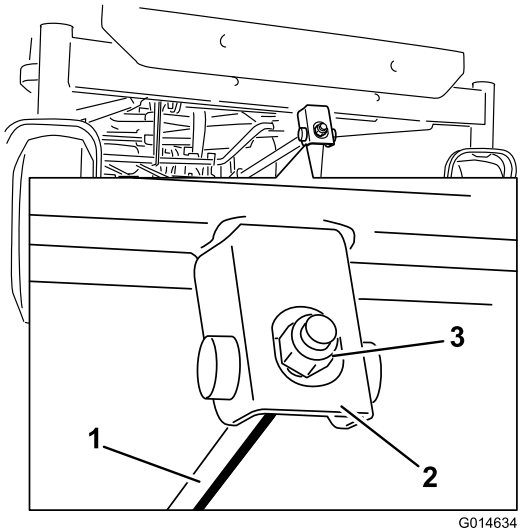

Figur 62
6. Den langsgående knivhældning justeres ved at dreje justeringsmøtrikken forrest på plæneklipperen (Figur 62).